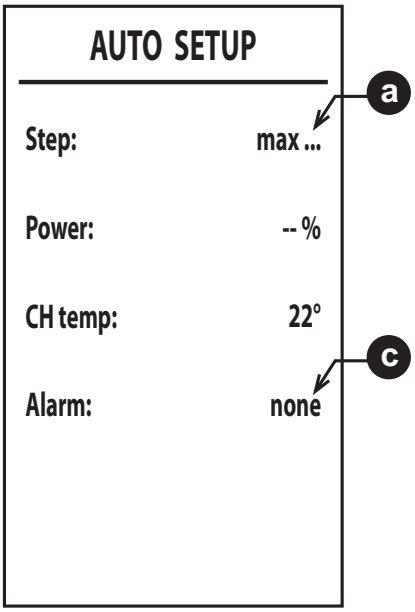

рис. 38
6. После розжига горелка устанавливается на различные мощности (max, med, min - макс., сред., мин.), показываемые в точке a (рис. 38).
8. Если последовательность розжига, описанная в пункте **"6"**, не дала положительных результатов, появляется сообщение **max_err** в точке a и код ошибки в точке c (рис. 38).